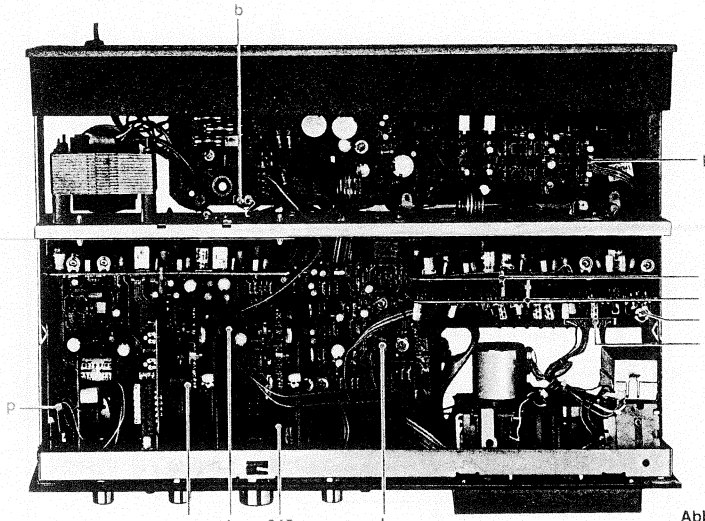

Abb. 15
Nachstellbar mit R 864 (Abb. 15).
- 3 Steckverbindungen **p** trennen (Abb. 15)
- Pegelreglerplatte **245** herausfädeln (Abb. 15)
- 2 Stützen und 2 Druckplatten **220** und **260** herausziehen (Abb. 15)